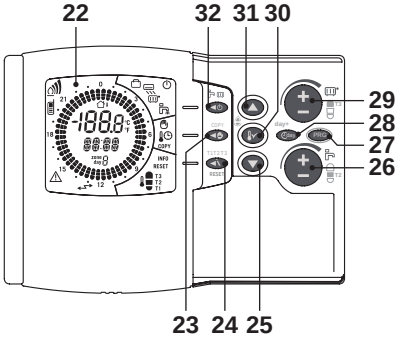
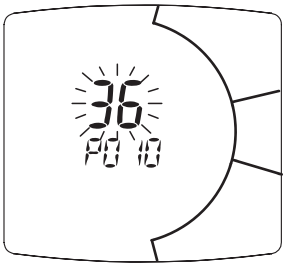
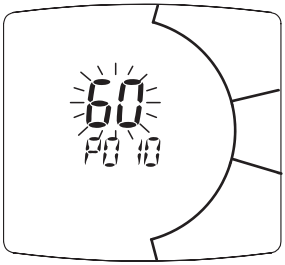

Figura 5.66
Figura 5.69
Figura 5.70
- Scorrere i vari parametri utilizzando il tasto 26 in Figura 5.66 fino a far apparire sul display LCD le lettere **P010** con sopra il relativo valore del parametro **36** (corrispondente ad un tempo di riaccensione di 3 minuti circa) che lampeggia, indicante l'entrata nel "parametro 10" (Figura 5.69).
- Modificare il SET programmato agendo sul pulsante 29 in Figura 5.66 fino a visualizzare un **set di 60**, aspettare che il numero programmato cominci a lampeggiare (Figura 5.70).